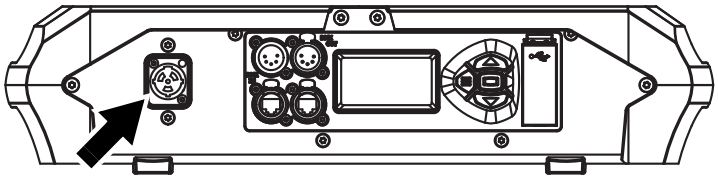

**Figure 7 : Embase secteur**
2. Voir Figure 7. Alignez les détrompeurs du connecteur TRUE1 du câble d'entrée d'alimentation avec ceux de l'embase MAINS IN (voir ci-contre). Insérez le connecteur dans l'embase et tournez-le dans le sens horaire pour le bloquer. Si le connecteur semble difficile à tourner, sortez-le de l'embase, vérifiez que vous avez correctement aligné les détrompeurs et essayez à nouveau (n'appliquez pas de force excessive). Assurez-vous que le verrou du connecteur émet un « clic » et que le connecteur est bien verrouillé dans l'embase.